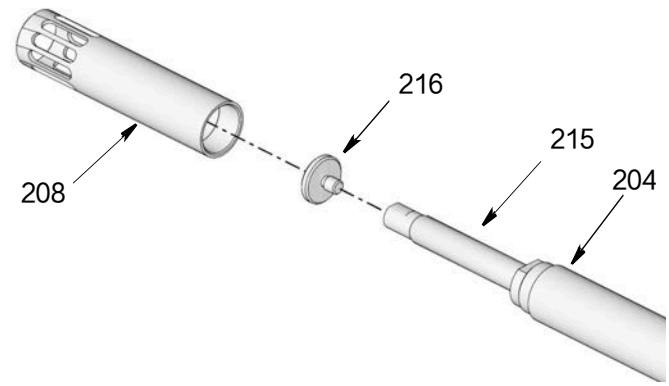

图 29
15. 泵气缸由 3 个独立的分段组成。首先将铲气缸分段 (208) 从泵气缸 (204) 上分开，方法：使用两个管道扳手，在相反方向上用力，松开铲气缸。当气缸 (208) 足够松动时，用手拧下螺丝，将其从其他分段拆下（图 29）。
HP 泵：在填料杆 (215) 的平面上使用扳手和套筒松开并拆下铲活塞 (216)（图 29）。